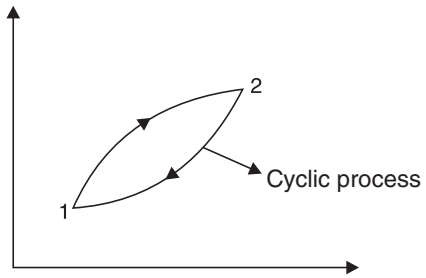

Fig. 4.1
If a system undergoes a series of changes and returns to its initial state *i.e.*, if a cyclic process is completed, internal energy is found to return to its original value, hence the sum of the changes of internal energy for a cyclic process *i.e.,* $\sum\Delta E = 0$. So internal energy (E) is a state function. Otherwise, it can be stated that when a system changes from initial state (1) to a final state (2) and comes back to (1) (Fig. 4.1), net change in internal energy is zero *i.e.,* $\oint dE = 0$ (cyclic integration of E is 0), so dE is path independent and E is a state function.